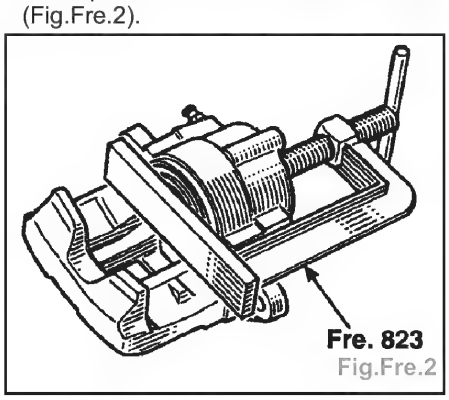

Fig.Fre.2
- Repousser le piston de l'étrier à l'aide d'une pince ou bien de l'outil **Fre. 823** (Fig.Fre.2).